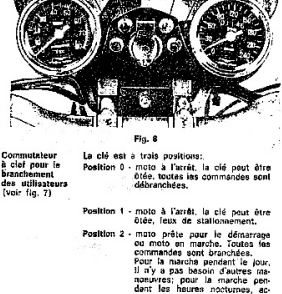

Fig. 6
**Tableau de bord** (voir fig. 6)